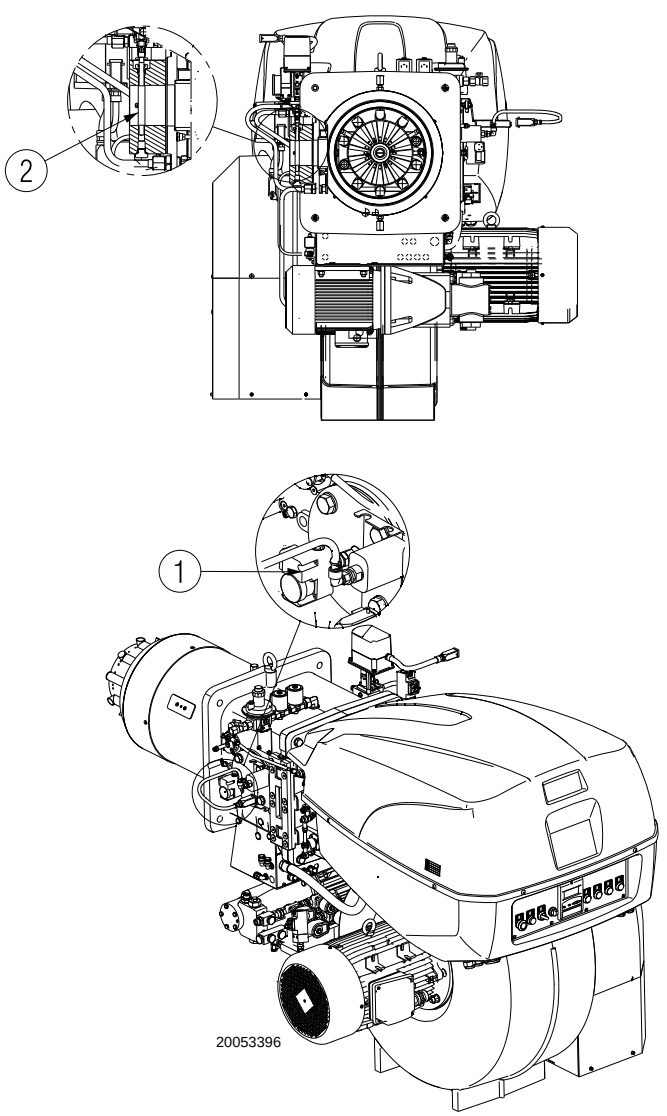

**Fig. 27**
Pression gaz mesurée à la prise 1)(Fig. 27), avec:
Perte de charge vanne papillon gaz 2)(Fig. 27) avec ouverture maximale: 90°.
– soustraire de la pression du gaz à la prise 1)(Fig. 27) la pression chambre de combustion.
Pression de gaz à la prise 1) (Fig. 27) = 44,2 mbar
Pour connaître par contre la pression de gaz nécessaire à la prise 1) (Fig. 27), après avoir défini la puissance de modulation maximale à laquelle on désire faire fonctionner le brûleur:
– Lire sur la droite, colonne 1, la pression à la prise 1)(Fig. 27).
Pression nécessaire à la prise 1)(Fig. 27).